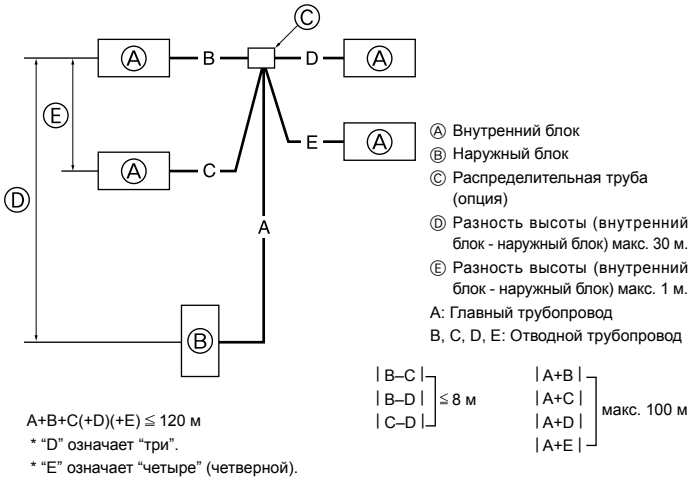

Fig. 4-9
4.8. Для двойной/тройной/четверной комбинации (Fig. 4-9)